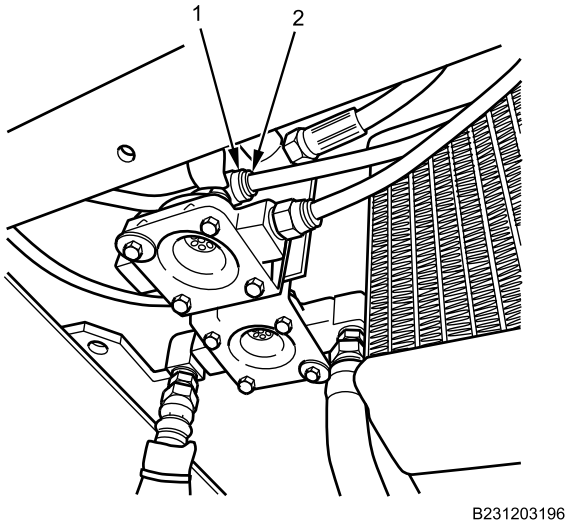

Figure 14. Air Brake Quick Release Valve Air Hose.
16. Connect air line (Figure 14, Item 2) on air brake quick release valve fitting (Figure 14, Item 1).